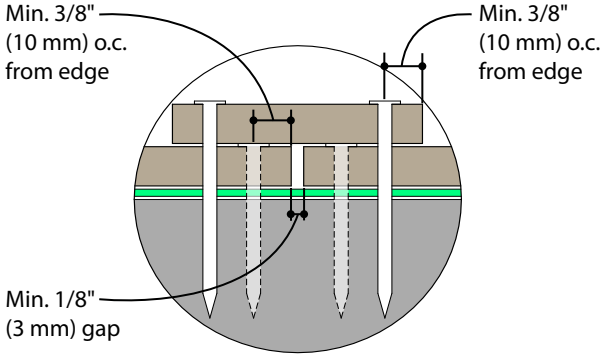

Figure 2b
- Fasteners should be a min. of 3/8 inch (10 mm) from the edges and ends of the panel. (Figure 2b)